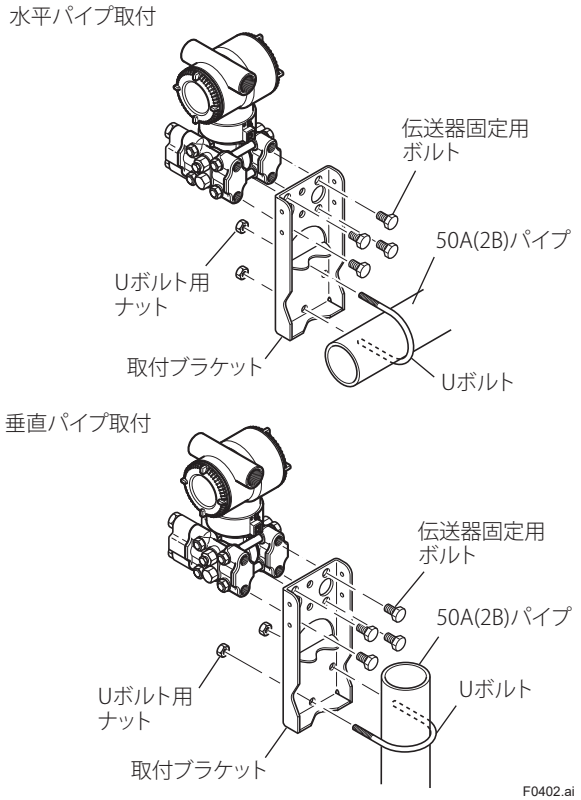

図4.2　伝送器の取付(水平配管接続形)
- 伝送器は図 4.2 ～ 4.4 のように取付ブラケットを使用し，50A(2B) パイプに取付けます。水平パイプおよび垂直パイプのいずれにも取付けることができます。